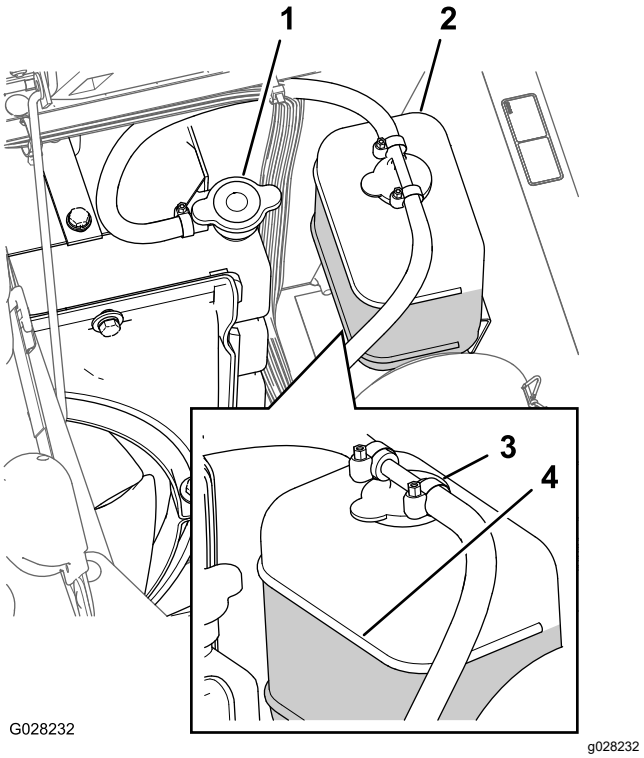

Bild 98
3. Schrauben Sie den Kühlerdeckel und den Deckel vom Ausdehnungsgefäß vorsichtig ab (Bild 98).
Hinweis: Der Kühler muss bis zur Oberkante des Füllstutzens, und das Ausdehnungsgefäß bis zur Voll-Markierung am Behälter gefüllt sein (Bild 98).
5. Wenn der Kühlmittelstand niedrig ist, nehmen Sie den Deckel des Ausdehnungsgefäßes und den Kühlerdeckel ab. Füllen Sie dann das Ausdehnungsgefäß bis zur VOLL-Markierung und den Kühler bis zur Oberkante des Einfüllstutzens (Bild 98).
6. Drehen Sie die Deckel wieder auf das Ausdehnungsgefäß und den Kühler auf (Bild 98).
2. Warten Sie, bis der Motor abgekühlt ist, und nehmen Sie dann den Kühlerdeckel ab (Bild 98).
6. Nehmen Sie den Kühlerdeckel ab (Bild 98).
8. Lassen Sie den Motor an, wenn der Deckel lose auf dem Kühler sitzt (Bild 98).
10. Wenn das Kühlmittel warm ist, füllen Sie Kühlmittel bis zur Dichtungsoberfläche des Deckels nach und drehen Sie den Deckel fest (Bild 98).
11. Nehmen Sie den Deckel des Ausdehnungsgefäßes ab und füllen Sie den Behälter bis zur Cold-Markierung mit Kühlmittel (Bild 98).